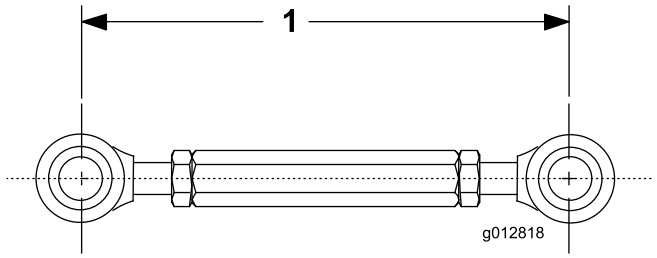

Rysunek 4
5. Dostosuj długość łącznika gwintowanego do 19 cm i dokręć nakrętki zabezpieczające (Rysunek 4).